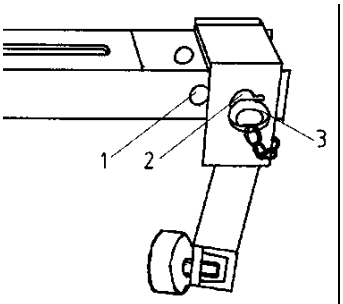

Abb. 4
- Voor een buitendiameter van 750 mm moet de verstelbare klembek vergrendeld zijn in het binnenste gat (1), voor een buitendiameter van 785 mm in het buitenste gat (2). Als dit niet het geval is, stel dan de bek af en zet de pen (3) vast (Fig. 4).